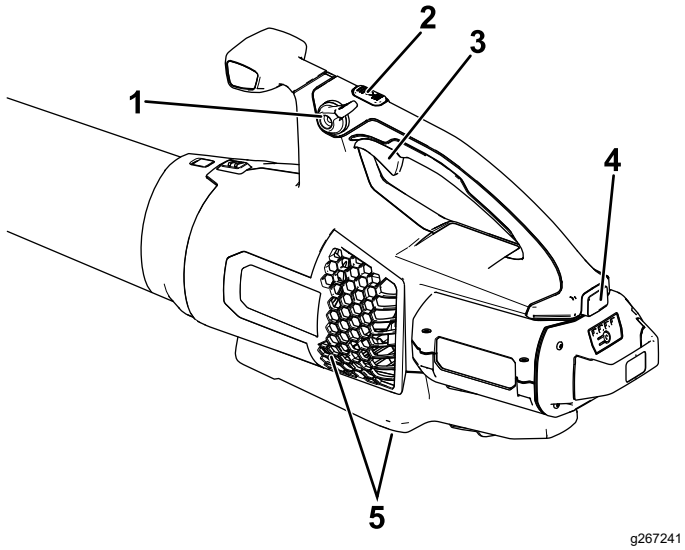

**Figura 7**
4. Para arrancar el soplador, apriete el gatillo de velocidad variable (Figura 7).
**Nota:** Active el bloqueo de velocidad para mantener la máquina encendida sin tener que apretar el gatillo de velocidad variable (Figura 7).
Para obtener el máximo rendimiento (velocidad de aire), mantenga pulsado el botón de potencia turbo durante el tiempo deseado (Figura 7).
Para ajustar la velocidad del aire mientra sopla, utilice el gatillo de velocidad variable (Figura 7).
Para mantener la velocidad actual del aire, active el bloqueo de velocidad (Figura 7).
Para apagar el soplador, desactive el bloqueo de velocidad (si lo está usando) y suelte el gatillo de velocidad variable (Figura 7).